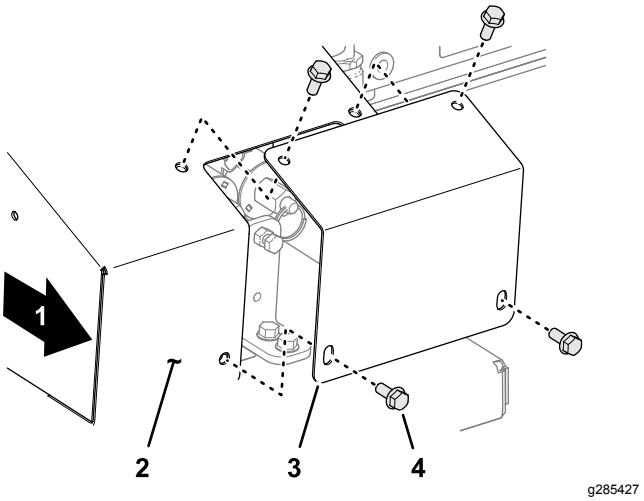

**Figur 27**
1. Vid maskinens högra sida avlägsnar du de fyra flänshuvudskruvarna som fäster skyddsplåten på säkerhetskåpan (Figur 27).